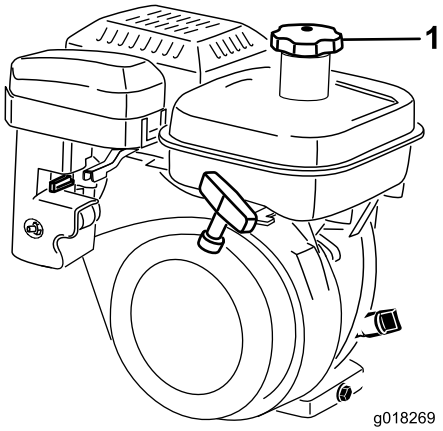

Figuur 22
1. Reinig de omgeving van de tankdop en verwijder de dop (Figuur 22). Gebruik loodvrije benzine en vul de brandstoftank tot aan de onderkant van de filterzeef. Niet te vol vullen.